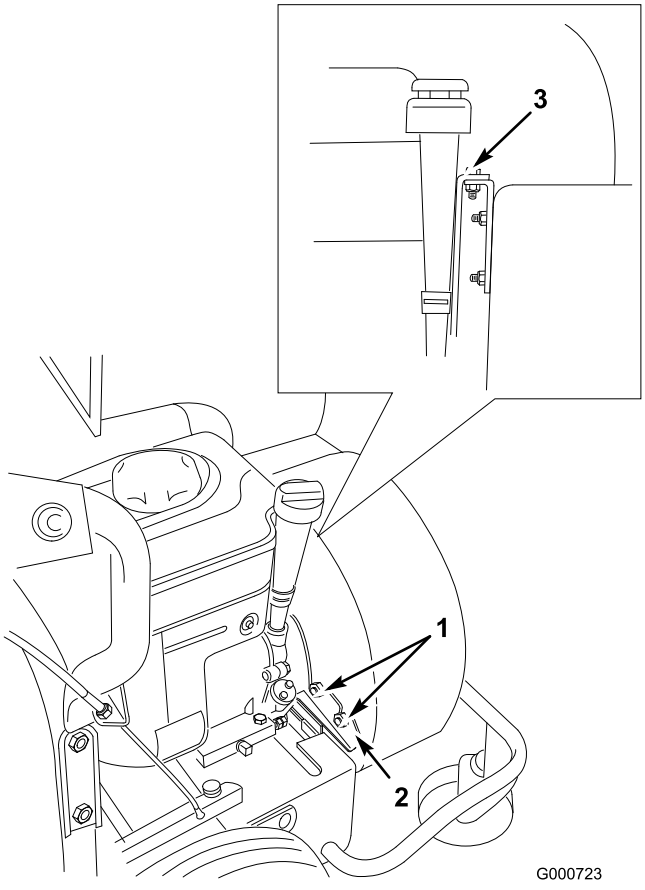

Bild 34
8. Lockern Sie die zwei Sicherungsmuttern, mit denen das Gebläsegehäuse am Stabilisatorbügel befestigt ist (Bild 34).
9. Entfernen Sie die Schraube, mit der das Gebläsegehäuse befestigt ist, und heben das Gehäuse so hoch, wie es das Flügelrad zulässt (Bild 34).